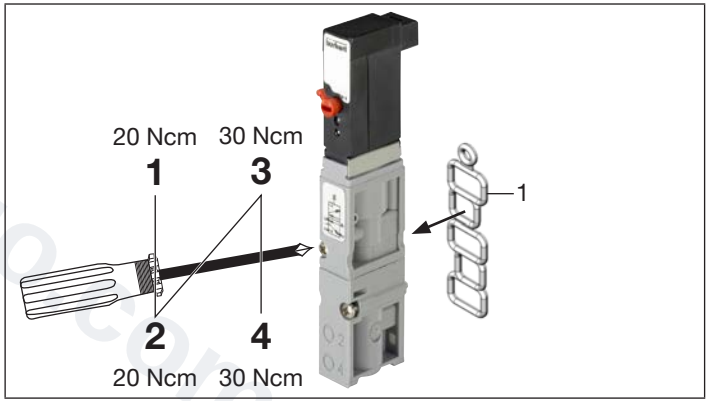

*Fig. 19: Install valve on valve unit*
- Tighten the fastening screws of the valves crosswise, observing the tightening torque stated in “Fig. 19”